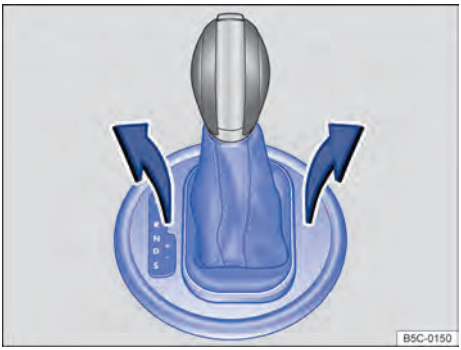

Fig. 164 Desmontar a cobertura do quadro da alavanca seletora.
- Puxar para cima a cobertura na área da capa da alavanca seletora ⇒ Fig. 164.